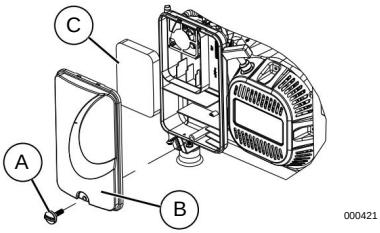

Figura 4-3. Filtro de aire
Para dar servicio al filtro de aire: 1. Vea ***la Figura 4-3.*** Gire la perilla (A) y retire la tapa del filtro de aire (B).
2. Enjuague el filtro con agua jabonosa. Escurra el filtro (C) con un trapo limpio, NO LO ESCURRA.